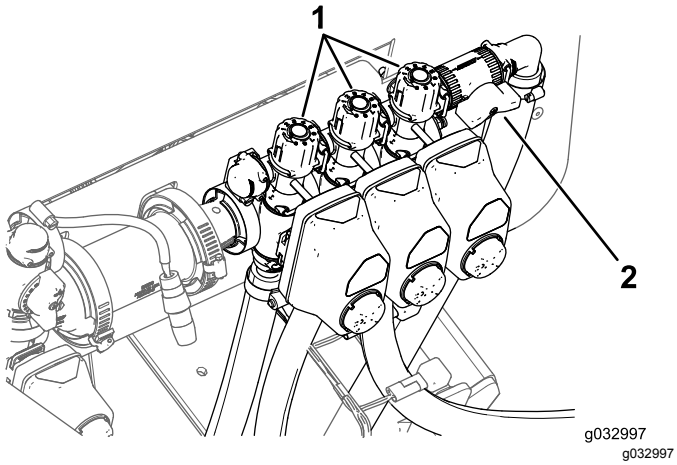

Рисунок 48
9. Выключите левую стрелу и с помощью регулировочной ручки перепуска стрелы (Рисунок 48) установите давление на прежний уровень.
11. С помощью регулировочной ручки перепуска правой стрелы (Рисунок 48) установите давление на прежний уровень.
13. С помощью ручки перепуска средней секции стрелы (Рисунок 48) установите давление на прежний уровень.